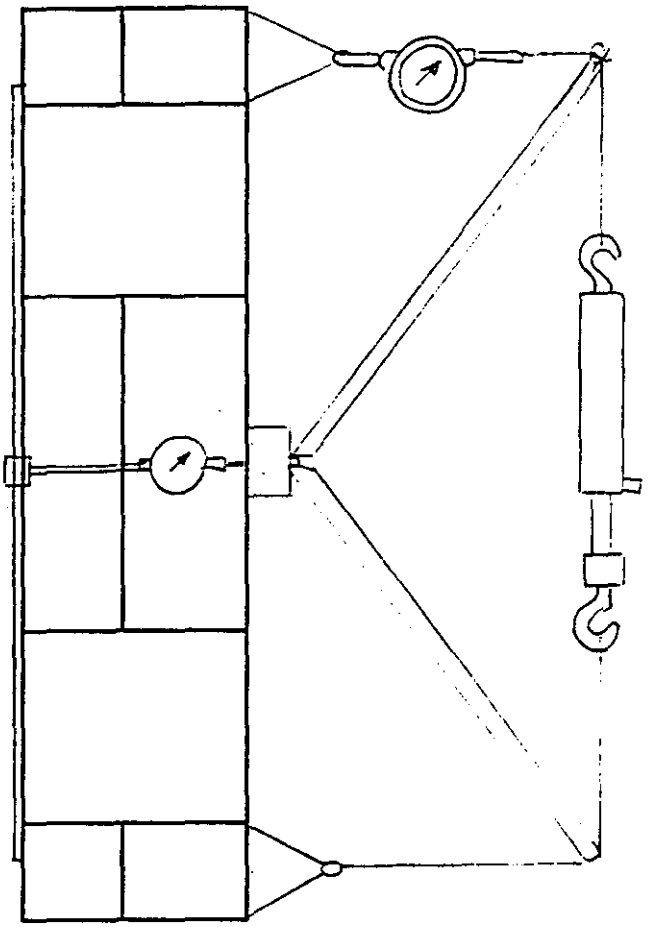

Figure 3 - Longitudinal Loading for Y-Z Plain Deflection and Corner Bolt Load
3.2.3 An optional configuration for the same load case #2 is shown in Figure 3. There is a force acting in the middle of the ring while the top and the bottom blocks are bent in the opposite direction. This configuration is similar to supporting the ring at the top and bottom and force the ring to deflect in the middle.